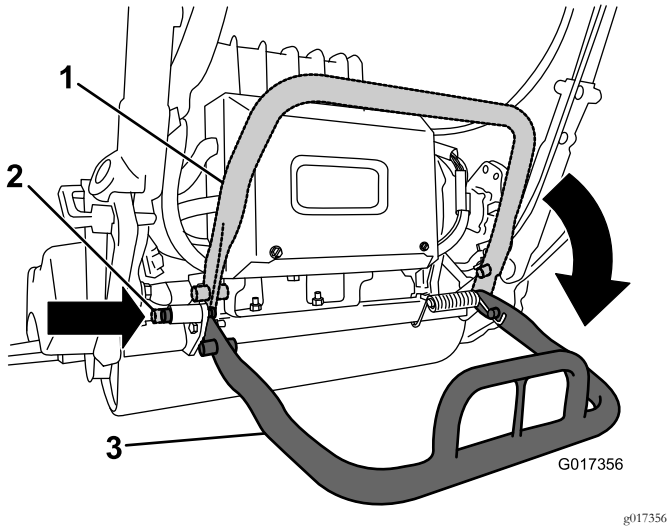

Rysunek 29
- Aby użyć podpórki podczas demontażu wirnika, opuść ją i wciśnij trzpień blokujący w celu zablokowania podpórki w położeniu roboczym (Rysunek 29).